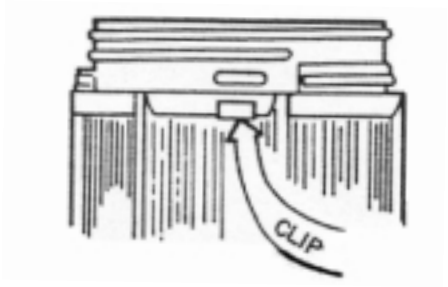

Figure 3
- 150W max. Incandescent Vaporgard fixture uses an integral guard cat.no. P50. 200W max. Incandescent and Fluorescent Vaporgard fixtures use an integral guard cat.no. P21. Thread segments of both guard and globe are of unequal length (keyed) to insure proper globe and guard thread match upon assembly. The clips that are attached to the guard help secure the guard to the globe. To assemble, align correctly, then push globe and guard together. Thread globe and guard assembly as a unit into the fixture body. Hand tighten securely (see Figure 3).